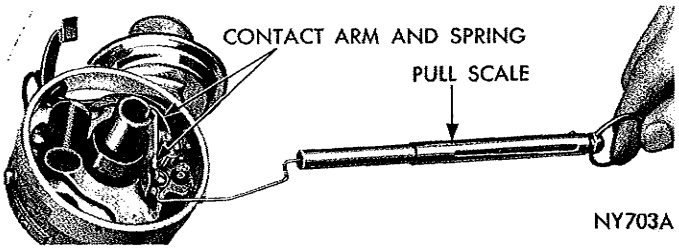

*Fig. 15—Testing Contact Arm Spring Tension (Typical)*
(1) Hook a spring scale MTU-36 on contact arm and pull in a straight line at a right angle to the contact surfaces (Fig. 15). Take a reading as contacts start to separate under slow and steady pull of the scale. Spring tension should be 17 to 20 ounces. If reading is outside these limits, loosen the screw which holds the end of contact arm spring, and slide end of spring in or out, as necessary.
(2) Tighten screw and measure spring tension.